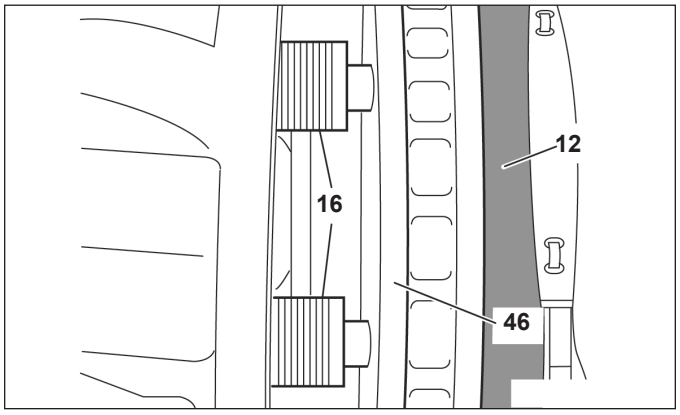

Figure 50 – Use of a New Brake Pad as a Spacer
5.5.10 Inspect the threaded tubes (16). *See Figures 50 and 51*. Extend the tubes, but by less than 1.75 in. (44.5 mm), by turning the shear adapter (61) clockwise. Inspect the threads for rust, corrosion, or damage etc. If there is evidence of damage to the threads, significant rust, or corrosion, the caliper/carrier assembly must be replaced.
If the technician is working with the caliper on the vehicle, the technician may place a new brake pad (12) into the outboard gap to help avoid the loss of thread engagement of the threaded tubes. *See Figure 50.*